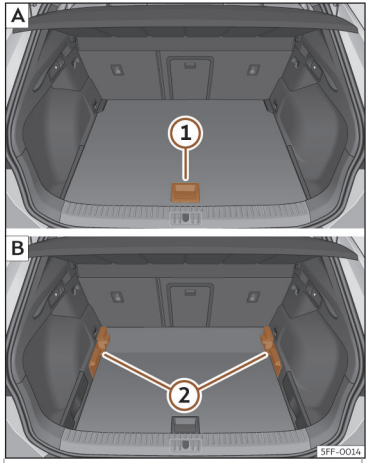

Fig. 115 Suelo variable del maletero: A posición alta; B posición baja.
- Para pasar de la posición baja a la alta, levante el piso por el asidero››› **fig. 115** ①, tire de él hacia atrás hasta que la parte delantera del piso rebase totalmente los soportes ››› **fig. 115** ②.
- Haga desplazar sobre estos el piso hacia adelante hasta que haga tope en el respaldo de los asientos posteriores y, a continuación, baje el piso con el asidero ①.
- Para pasar de la posición alta a la baja, levante el piso por el asidero››› **fig. 115** ①, tire de él hacia atrás hasta que la parte delantera del piso rebase totalmente los soportes ››› **fig. 115** ②.
• Deje caer la parte anterior contra el piso y empuje el piso hacia adelante hasta que haga tope en el respaldo de los asientos posteriores bajando al mismo tiempo el piso con el asidero ①.
• Con el suelo variable en posición alta, levántelo por el asidero››› **fig. 115** ①, tire de él y empuje hacia el respaldo de los asientos posteriores hasta que se doble por la línea de bisagra y la parte móvil del piso repose sobre el mismo.